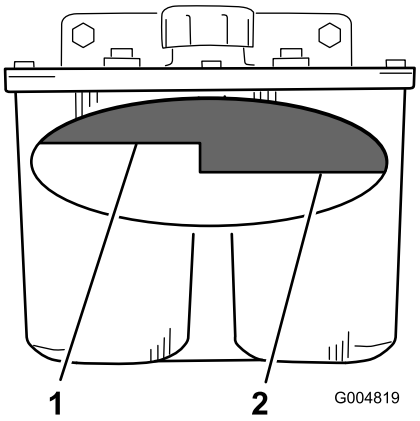

Figuur 72
2. Reinig de omgeving van de vulbuis en de dop van de hydraulische tank (Figuur 72).
3. Verwijder de dop van de vulbuis. Kijk in de vulbuis om te controleren of er nog vloeistof in het reservoir is (Figuur 72).
Opmerking: Het vloeistofpeil moet aan de bovenkant van de Warm-markering op de keerplaat staan als de vloeistof warm is (Figuur 72).